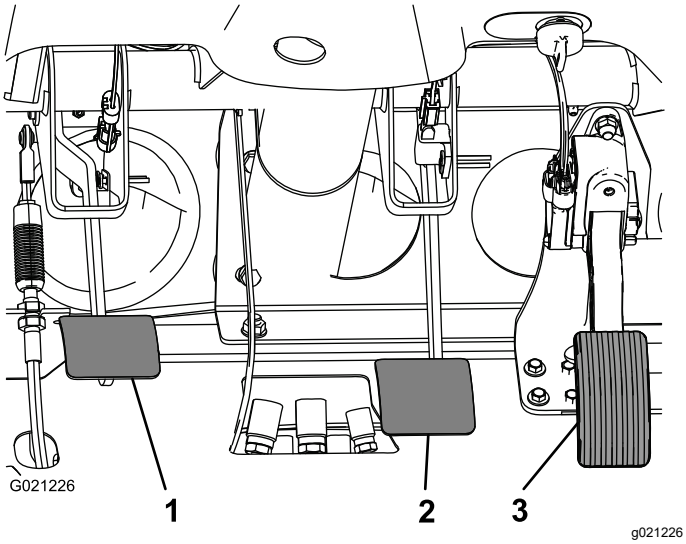

Figuur 67
2. Til het rempedaal omhoog (Figuur 67) totdat dit contact maakt met het frame.
3. Draai de contramoeren los waarmee de gaffel is bevestigd aan de as van de hoofdremcilinder (Figuur 67).